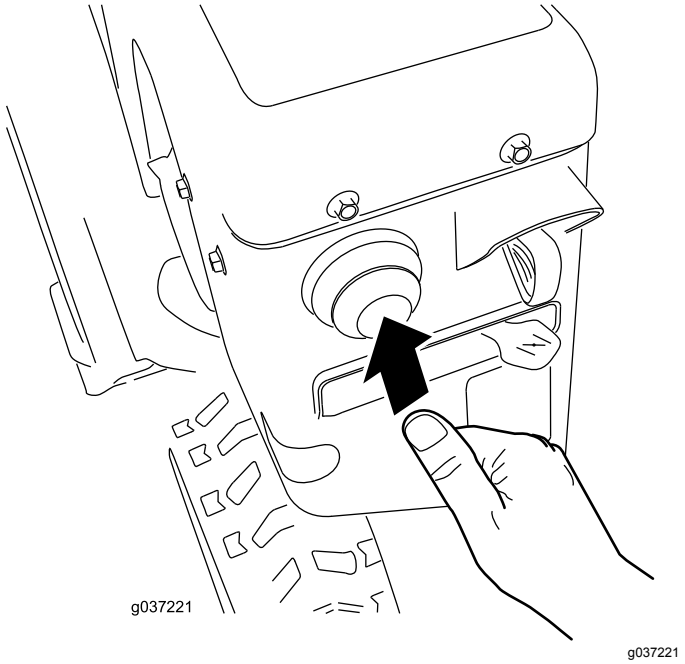

Figur 21
4. Trykk primeren helt inn med tommelen som vist på følgende tabell, og hold primeren inne i ett sekund før du slipper den igjen hver gang (Figur 21).